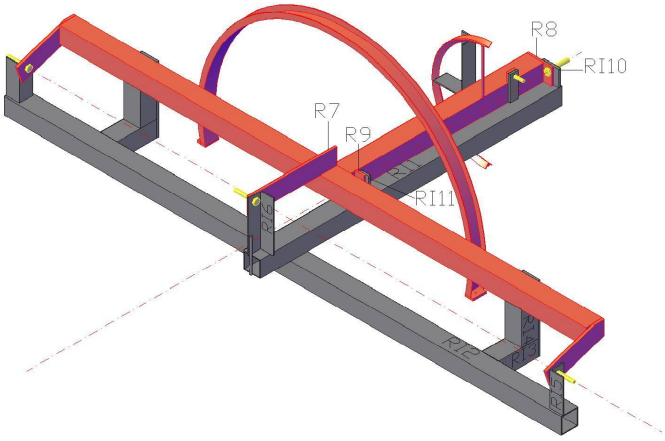

Fig. 11: Assemblage du Support Tournant (étape 7)
6. Placer R7 en position et serrer le boulon correspondant. (voir Fig.11).